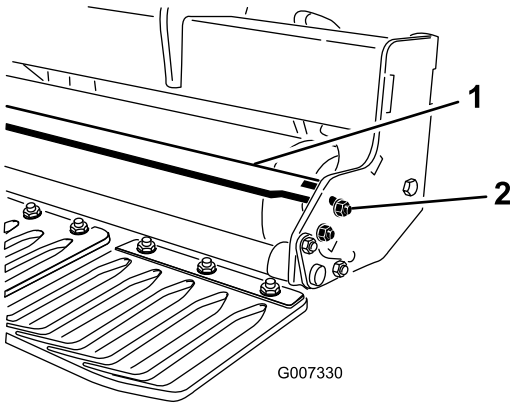

Figur 13
1. Lossa på fästelementen som håller fast skrapans båda ändar på rullskrapans flik (Figur 13).